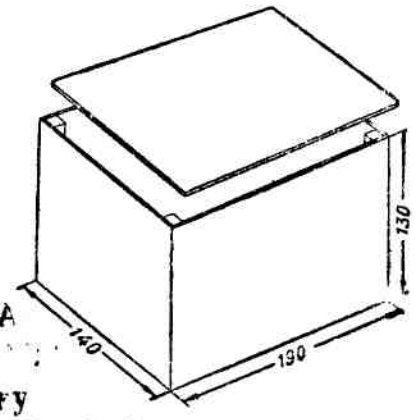

Рис. 21. Ящичок для детекторного приймача.
**Монтаж приймача.** Для приймача треба з сухого дерева або з фанери зробити ящичок. Верхня кришка його знімна, прикріплювати її до ящичка можна чотирма шурупами. На кришці, власне, і виконується весь монтаж приймача. Розміри ящичка можна вибрати такі: довжина 190 *мм*, ширина 140 *мм*, висота 130 *мм* (рис. 21).